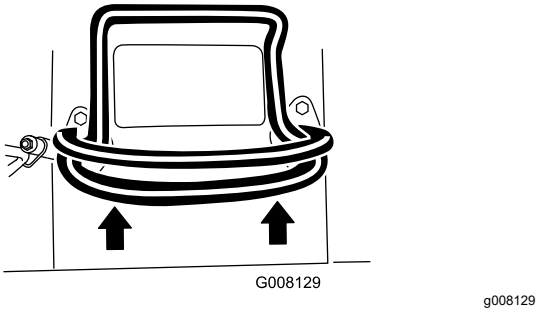

**Figuur 8**
- Om vooruit te rijden, beweegt u de tractiehendel naar voren (Figuur 8).